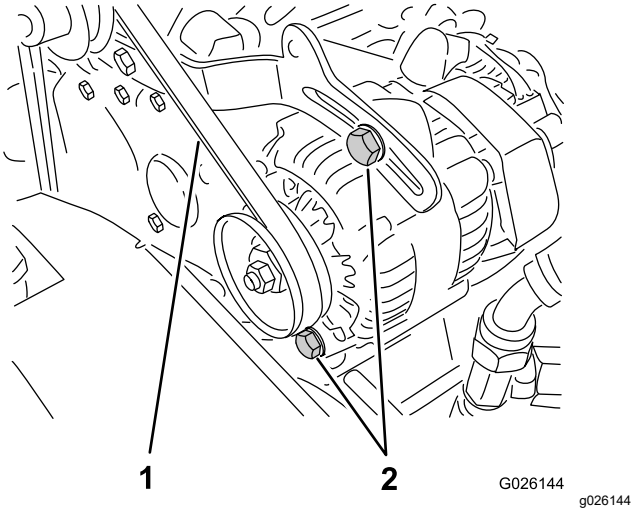

Figur 63
2. Kontroller spenningen ved å trykke ned remmen midt mellom veivakselens og generatorens remskiver med en kraft på 10 kg (Figur 63).
A. Løsne generatorens to monteringsbolter (Figur 63).
B. Bruk en stang og vri generatoren til du oppnår passelig spenning på remmen, og stram deretter monteringsboltene (Figur 63).